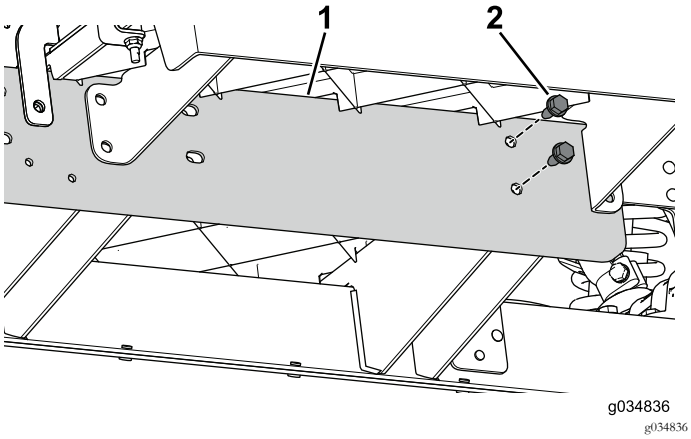

Figur 71
3. Montera förlängningsskenan löst på mittkanalen på maskinens främre del med de två skruvarna (5/16 x 3/4 tum) (Figur 71).